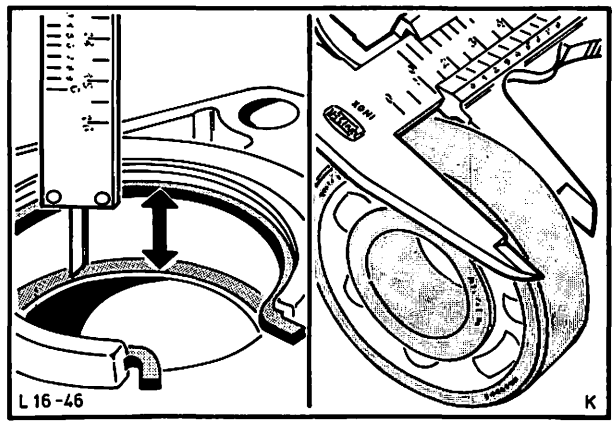

Abb. 59 Sicherungsring – Getriebeverlängerung ermitteln
28. Sicherungsring – Getriebeverlängerung für Kugellager – Hauptwelle ermitteln. **Bei Verwendung eines neuen Kugellagers bzw. einer neuen Getriebeverlängerung muß die Dicke des Sicherungsringes wie folgt ermittelt werden:** Sicherungsring in die Nut der Getriebeverlängerung einsetzen und bis zum Anschlag nach außen drükken. Mit einer Tiefenlehre Maß zwische Kugellageranschlag und Sicherungsringoberkante genau ermitteln (Gesamthöhe). Breite des einzubauenden Kugellagers messen und Lagerhöhe von der Gesamthöhe abziehen. Abb. 59. Dies ergibt die Sicherungsdicke.